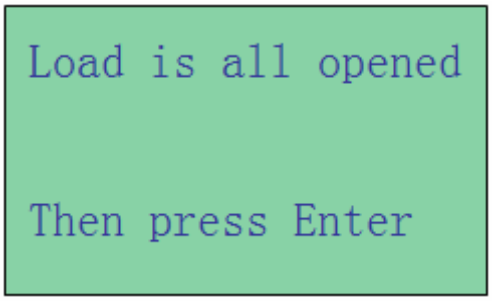

Figure 24
5. To proceed to the next stage, press ENTER key will enter to the display as follows. (Fig.24)